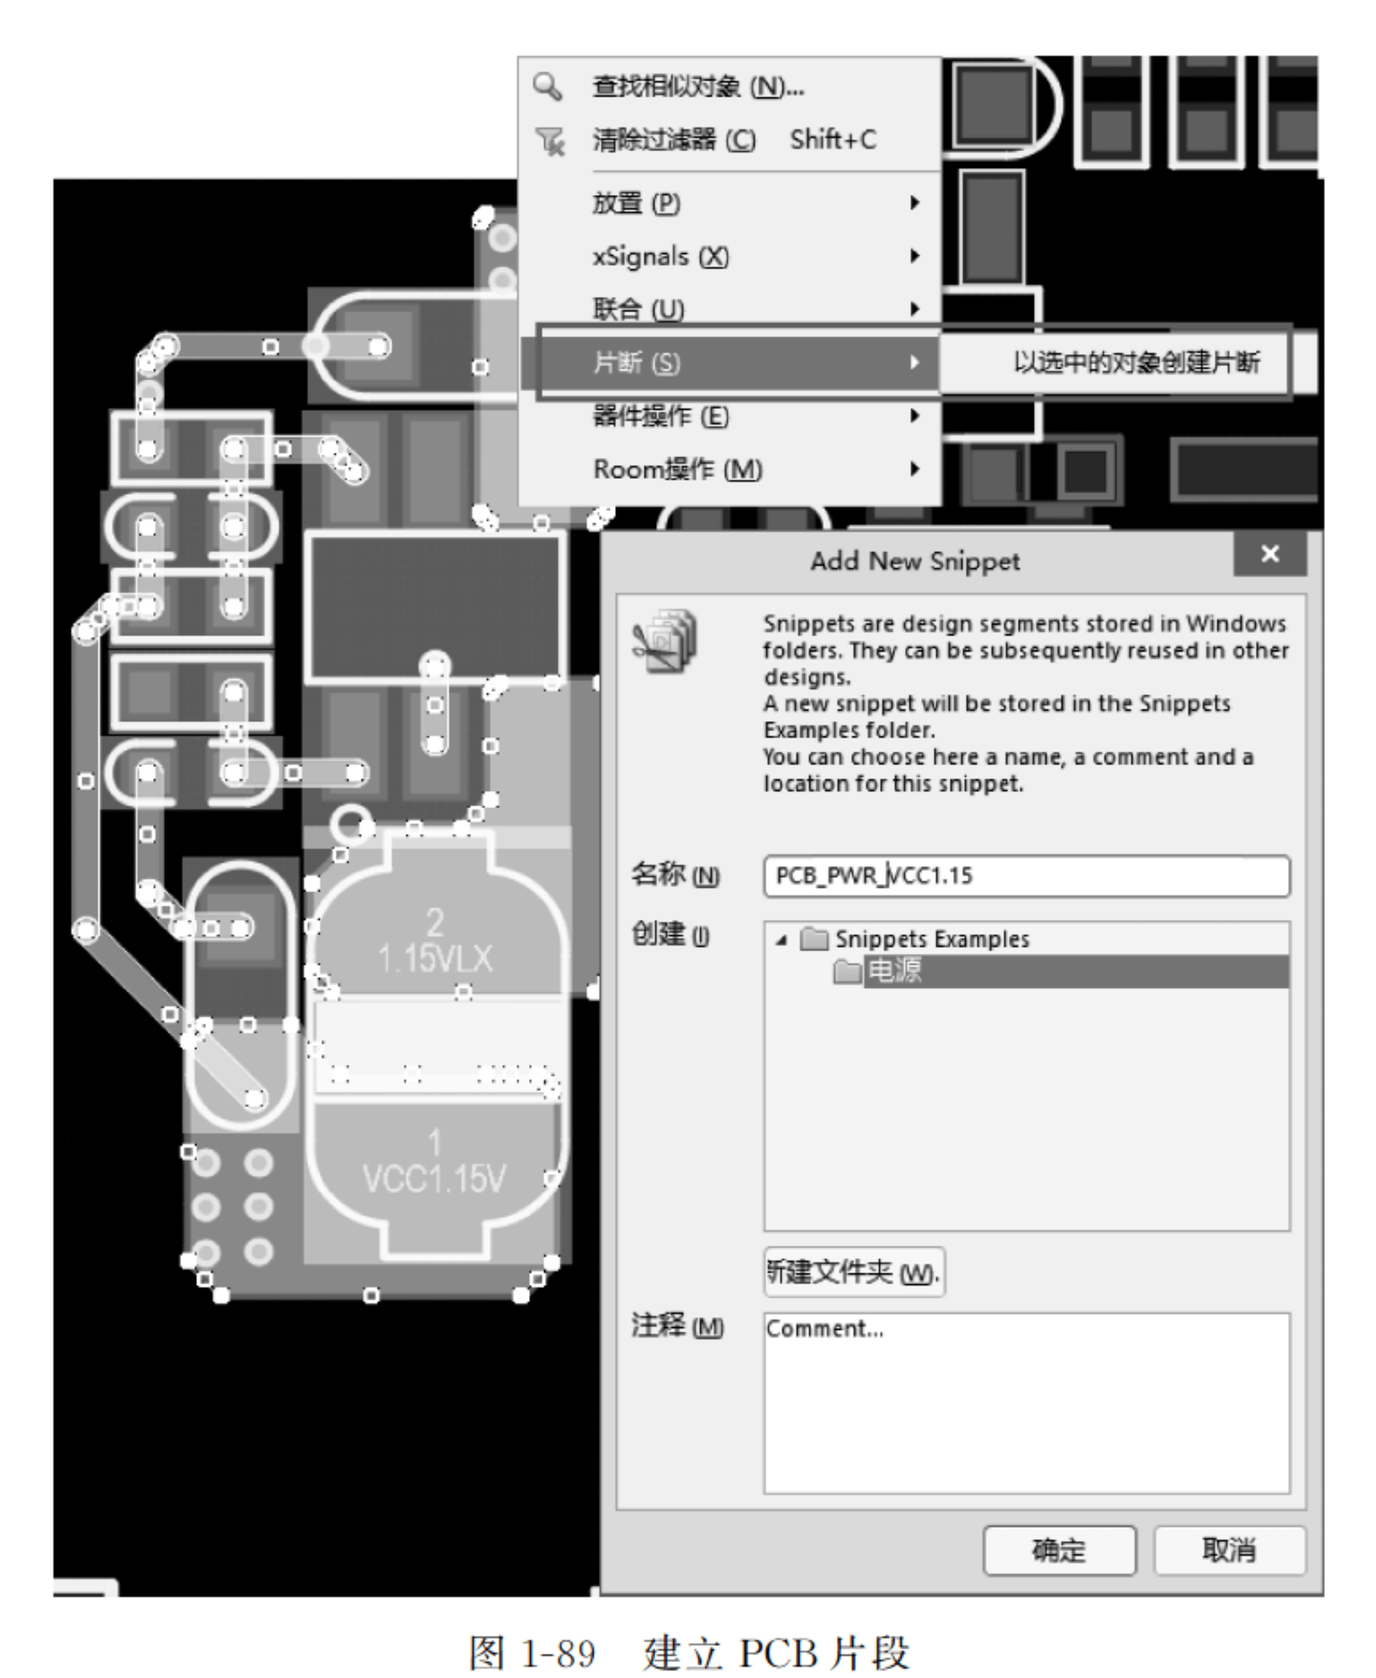

图 1-89　建立 PCB 片段
(5) 建立 PCB 片段。选中 PCB 中相应的功能模块的全部器件(包括布线和铺铜等),右击,从弹出的快捷菜单中执行“片段”→“以选中的对象创建片段”命令,在弹出的对话框中输入功能模块的名称,并建立相应的分类子目录,在此注意原理图片段和 PCB 片段名称上的差别,如图 1-89 所示。